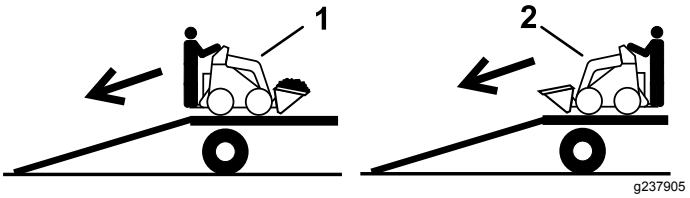

Rysunek 14
2. Wyładunek maszyny wykonuj tak, aby cięższa jej strona była po wyższej stronie pochylni, ładunek przewoź nisko (Rysunek 14).